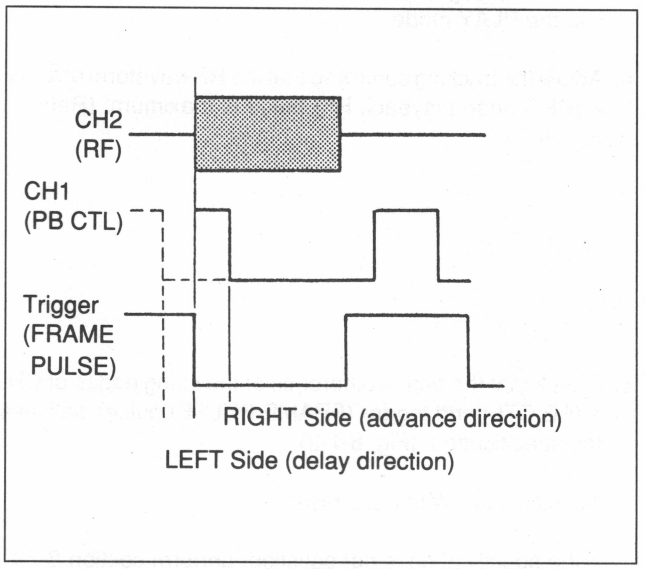

Fig. 8-7-4. PB CTL Timing Check
4. Check that the falling edge of a CH-1 (PB CTL) pulse is located on the right (delay direction) or left (advance direction) with respect to that of a trigger (FRAME PULSE) pulse. (Refer to Fig. 8-7-4.)